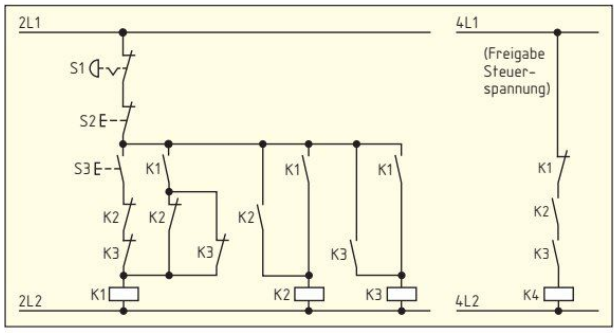

Bild 2: Verriegelungsschaltung
In der Verriegelungsschaltung **(Bild 2)** wird der Taster S3 betätigt.
1. Beschreiben Sie stichwortartig die Schaltung **(Bild 2)**, wenn der Taster S3 betätigt wird.